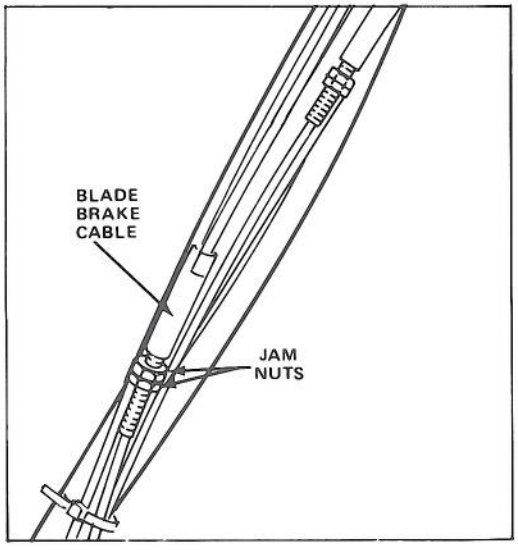

Figure 27
5. To adjust, loosen the bottom jam nut on the blade brake cable (Fig. 27) and adjust top jam nut until spring dimension is as near as possible to, but not less than 1" (See note below).